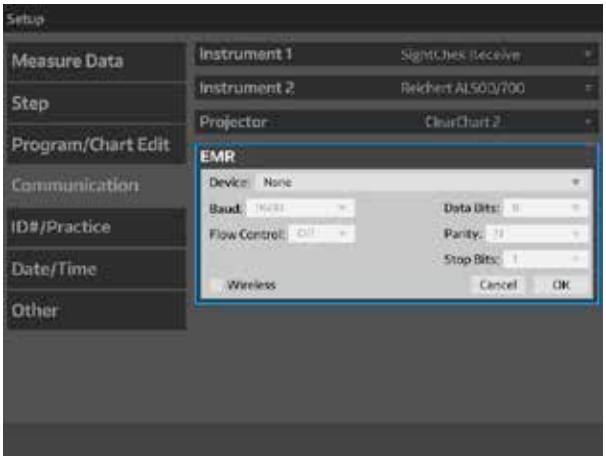

Figure IS-43 Menu Paramètres
5. Appuyer sur **OK** pour sauvegarder les paramètres, fermer la case des paramètres EMR et revenir à l'écran Communication. Se reporter à la Figure IS-43.